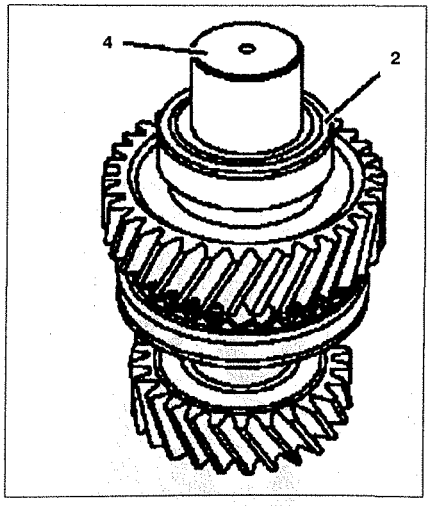

Рис. 6.42. Установка роликового подшипника (автомобили с двигателями 611.980):
13. Сборка производится в порядке, обратном снятию. Установите роликовый подшипник **2**, используя втулку **4** (см.рис.6.42). Замените болт и закрутите его на вал.